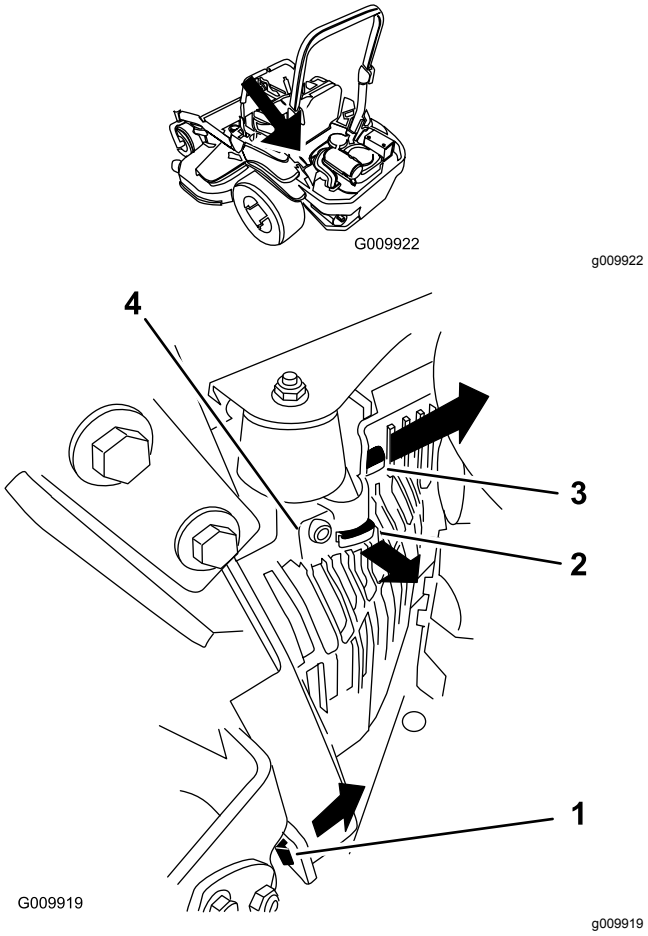

Figuur 65
3. Verwijder het scherm van de linker hydraulische eenheid volgens de procedure vermeld bij Figuur 65. Zo krijgt u toegang tot de voorste bougie.
5. Plaats het scherm van de linker hydraulische eenheid (Figuur 65).